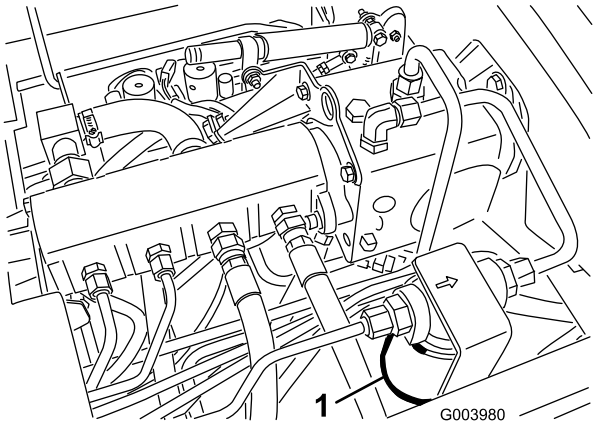
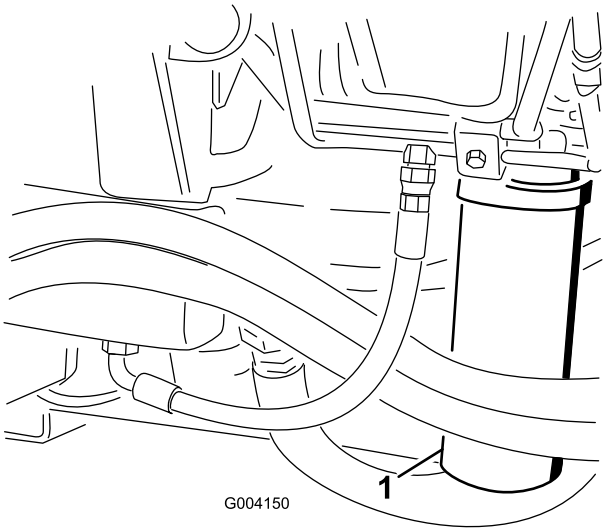

Figuur 70
Figuur 71
2. Reinig de omgeving van de plaats waar het filter wordt gemonteerd, en plaats een opvangbak onder het filter (Figuur 70) en (Figuur 71).